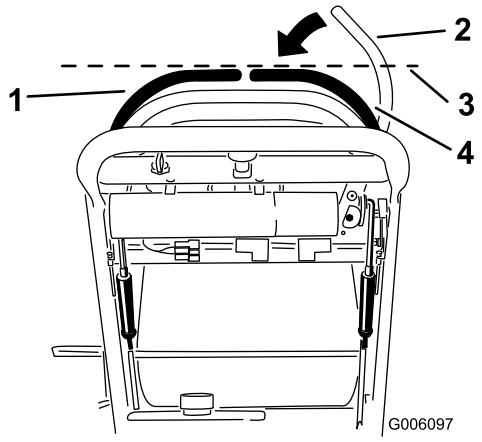

Figura 53
3. Empuje la palanca de control de movimiento de la derecha hacia abajo, sacándola de la posición de bloqueo/punto muerto (Figura 53).
4. Compruebe su alineación horizontal con la palanca de control de movimiento izquierda (Figura 53).